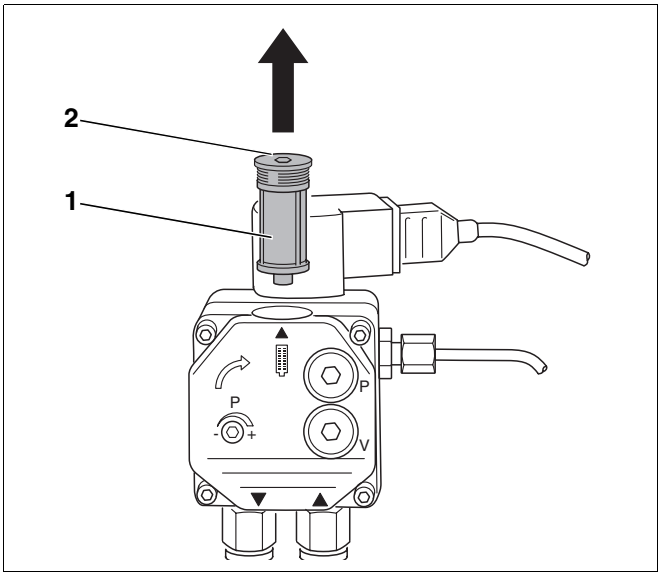

Abb. 18 Ölpumpenfilter prüfen – Ölpumpe Danfoss
- Die Innensechskantschraube an der Oberseite (Abb. 18, **Pos. 2**) lösen.
- Ölpumpenfilter (Abb. 18, **Pos. 1**) nach oben herausziehen.
- Ölpumpenfilter (Abb. 18, **Pos. 1**) mit Waschbenzin reinigen, ggf. austauschen und wieder in die Ölpumpe einbauen.